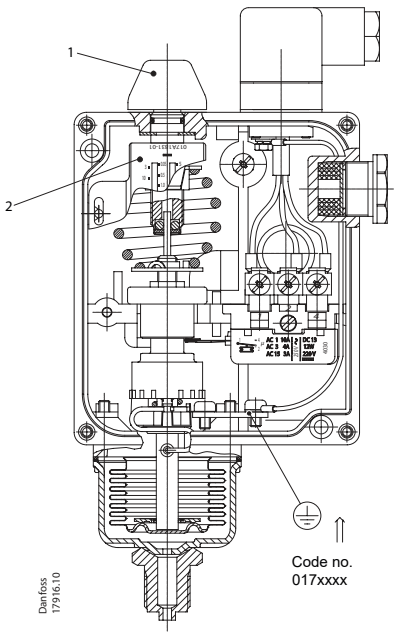

Fig. 1
the setting knob (1) while at the same time reading off the main scale (2). See fig. 1.
Siehe Fig. 1.